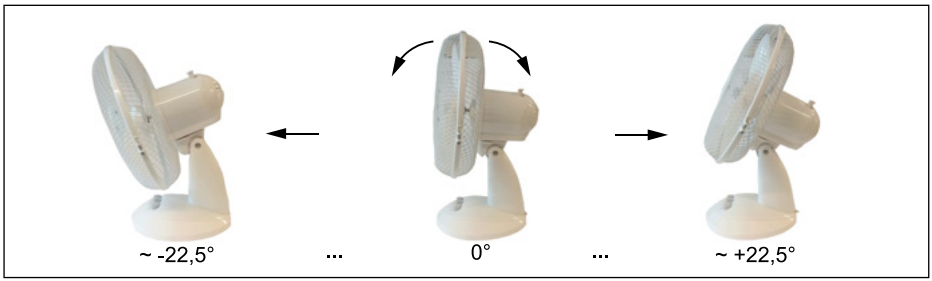

Fig.7: Neigungswinkel einstellen
4. Kippen Sie den Ventilator in die gewünschte Position, aus der das Gebläse kommen soll. Siehe Abb. 7.